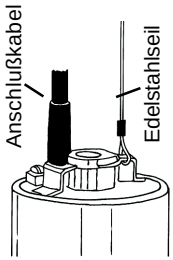

Bild 4
- Befestigen Sie das Edelstahlseil des ”Revisions-Set Tauchpumpe” mittels der Seilklemmen an dem Bügel der Combipress, siehe Bild 4.